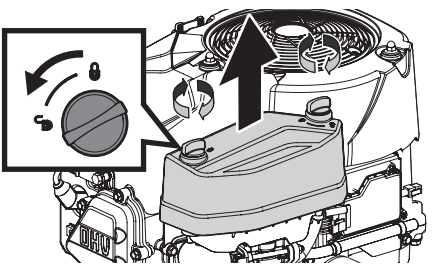

Figura 8
2. Retire la cubierta del depurador de aire (Figura 8).